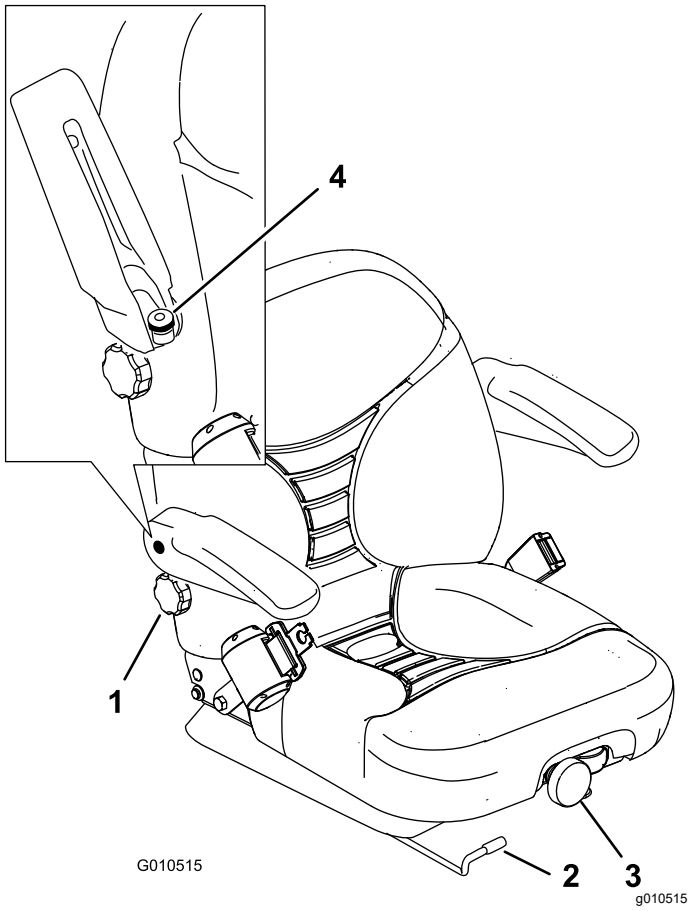

**Figur 30**
1. För spaken i sidled för att låsa upp sätet (Figur 30).
Justera genom att vrida den främre ratten i endera riktningen för att uppnå bästa bekvämlighet (Figur 30).
Justera genom att vrida ratten under det högra armstödet i endera riktningen för att uppnå bästa bekvämlighet (Figur 30).
Höj armstödet och vrid på ratten i endera riktningen för att få det så bekvämt som möjligt (Figur 30).